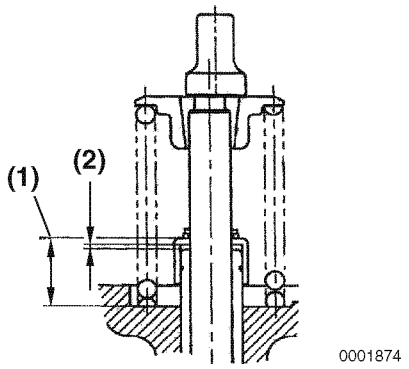

Figure 6-31
2. Measure the distance **(Figure 6-31, (1))** from the cylinder head to valve stem seal to ensure proper clearance **(Figure 6-31, (2))** between the guide and the seal. *See Valve Stem Seal Projection specification on page 6-9.*